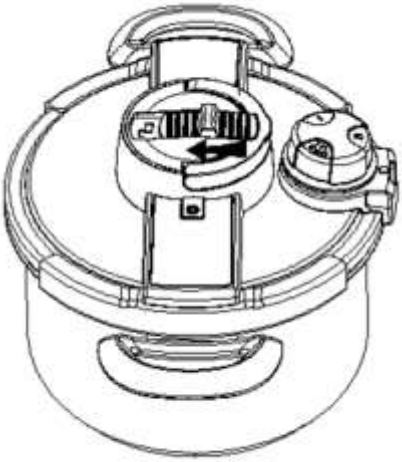
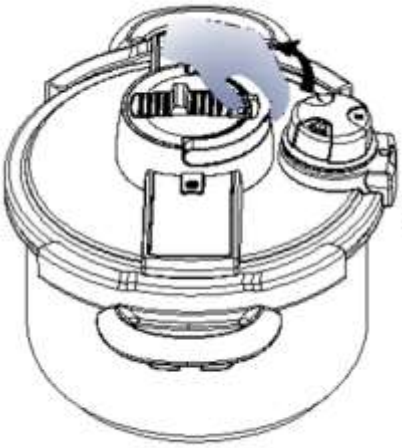
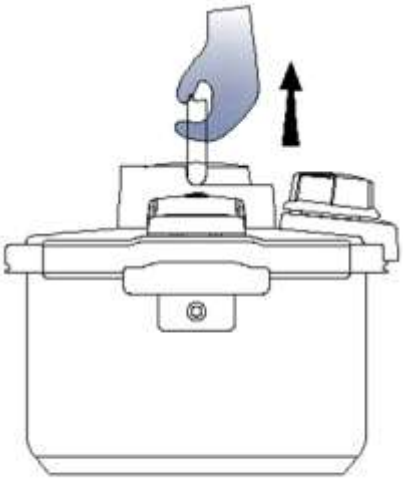

Fig 10
Fig 11
Fig 12
- Przy otwieraniu: jedną ręką trzymaj garnek, a drugą unieś uchwyt pokrywy do góry, ustawiając pokrywę pionowo względem powierzchni garnka. Następnie otwórz pokrywę (Rys. 10, Rys. 11, Rys. 12).